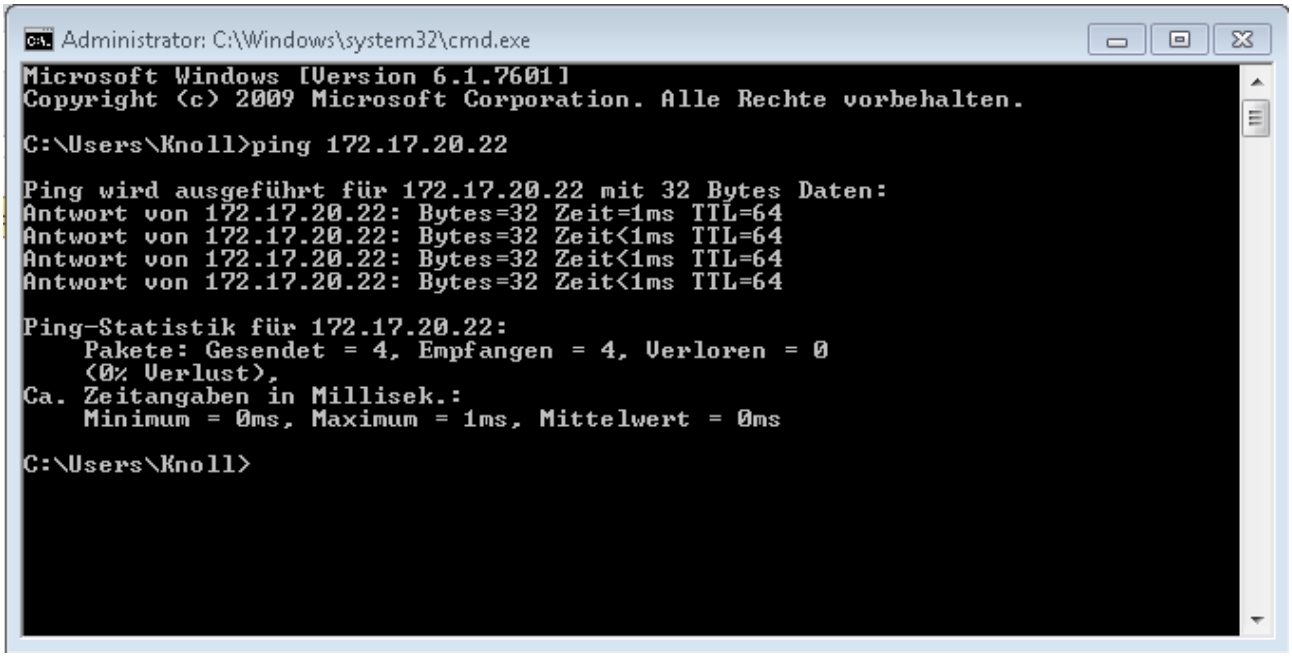

Fig. 14: Example for entering the ping command
- ▶ If the Ethernet interface is configured and connected correctly, the interface will return four responses within a very short time. See Fig. 14.